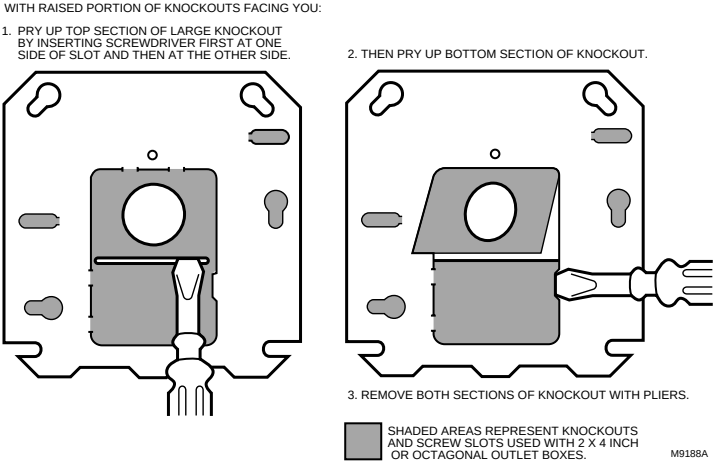

Fig. 6. Removing large center knockout.
a. Use bolts in slots for direct mounting (Fig. 6).